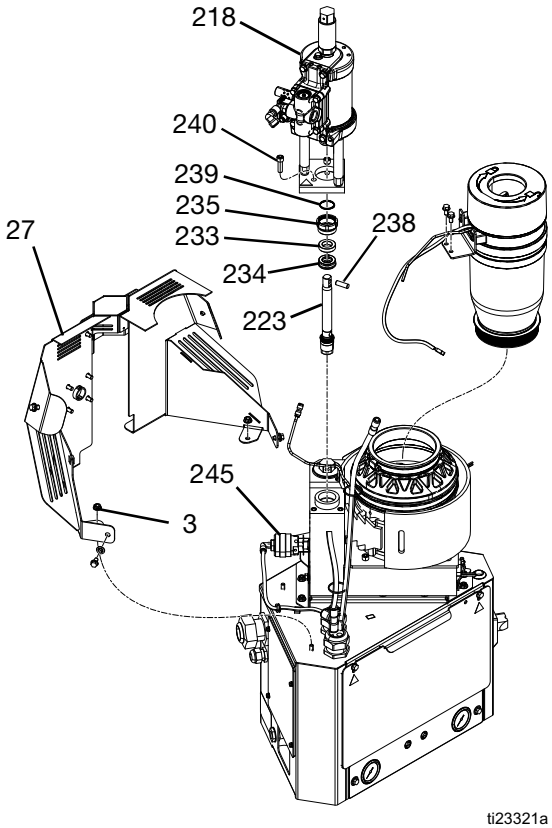
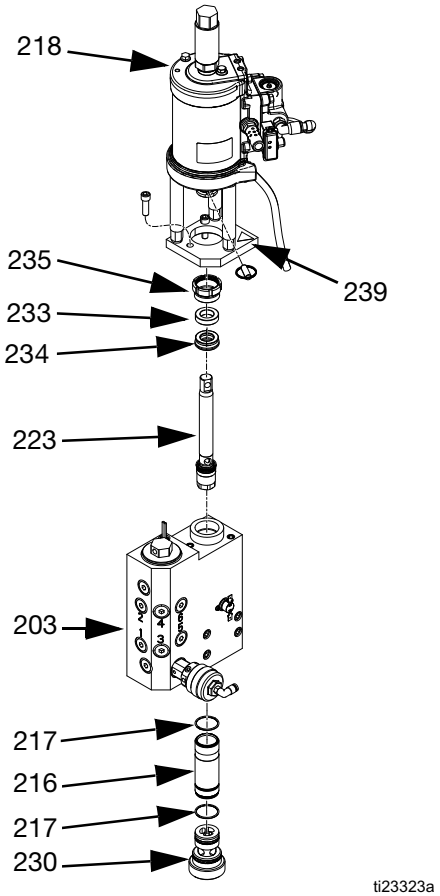

FIG. 29
**FIG. 34**
**Disassembly (see FIG. 29):**
4. Remove plastic shroud (27).
6. Remove air lines from relief valve (245) and air motor (218).
7. Remove four nuts (3) securing melter shield (27) in place then remove melter shield.
a. Remove retaining ring (239).
b. Remove dowel pin (238).
**Reassembly (see FIG. 29):**
8. Install air motor assembly (see FIG. 29):
a. Install three screws (240).
4. Remove plastic shroud (27). See FIG. 29 on page 61.
5. Remove air lines from relief valve (245) and air motor (218) See FIG. 29 on page 61.
6. Remove nuts (3) securing melter shield (27) in place then remove melter shield. See FIG. 29 on page 61.
7. Remove air motor assembly. See FIG. 29 on page 61:
c. Remove three screws (240).
8. Use a flat head screwdriver and a rubber mallet to break loose the retaining nut (235).
9. Use channel lock pliers to remove the retaining nut (235).
10. Insert an allen wrench through the hole in the top of the piston rod (223) to lift the piston rod (223) up out of the manifold. This will also pull out the throat u-cup (234) and throat bearing (233).
12. Use a 1/2 in. drive ratchet without a socket to remove foot valve (230) from bottom of melter outlet manifold (203). See FIG. 34, page 64.
13. Insert cylinder tool (1301) into bottom of melter outlet manifold (203). Use a rubber mallet to gently remove cylinder (216).
4. Use a 1/2 in. drive ratchet without a socket to install and tighten foot valve (230) into bottom of melter outlet manifold (203). See FIG. 34, page 64.